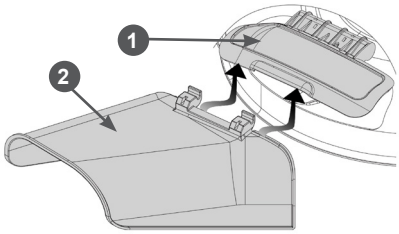

Рис. 4 Установка направляющей бокового выброса травы
3. Установите направляющую бокового выброса травы. Для этого одной рукой поднимите крышку 1 бокового выброса травы, другой рукой зацепите крючки направляющей 2 бокового выброса за ось крышки 1, после чего отпустите направляющую 2 и медленно отпустите крышку 1 отверстия бокового выброса (Рис. 4).